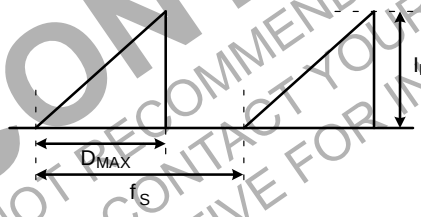

Figure 4. Repetitive Peak Switching Current
4. Repetitive peak switching current when the inductive load is assumed: Limited by maximum duty (D_{MAX} = 0.73) and junction temperature *(see Figure 4)*.